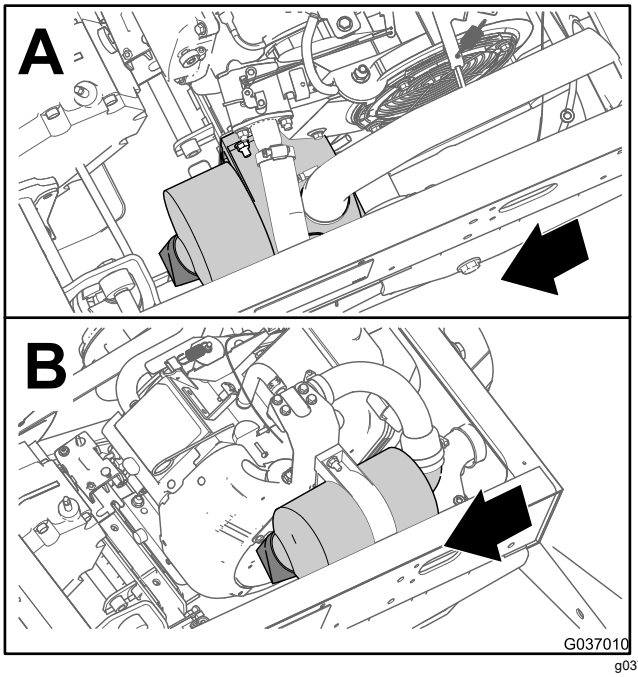

Figur 32
2. Undersök om luftrenarhuset har skador som skulle kunna orsaka en luftläcka (Figur 32 och Figur 33).